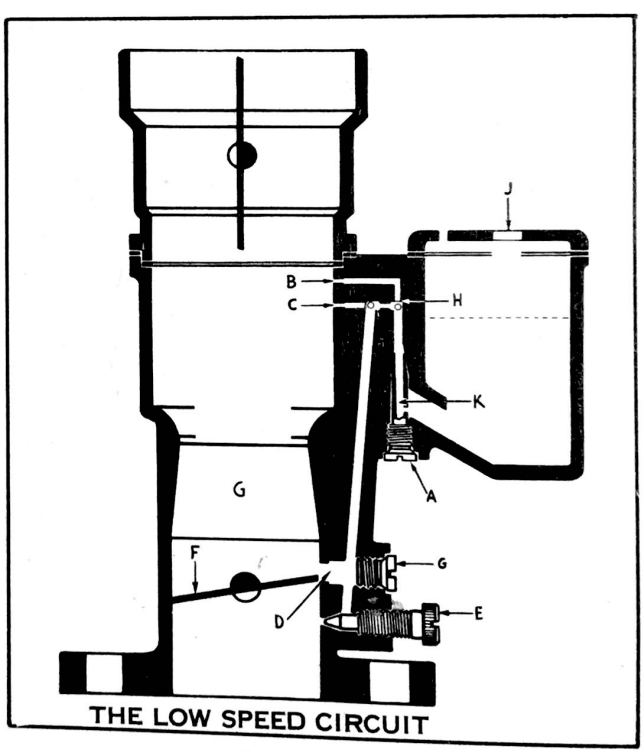

Figure 52
The idle and low speed circuit consists of the low speed jet, (A) Fig. 52, by-pass (B), air bleed (C), port opening (D), idle adjusting screw (E), throttle valve (F), carburetor throat (G), anti-percolator valve and economizer (H).